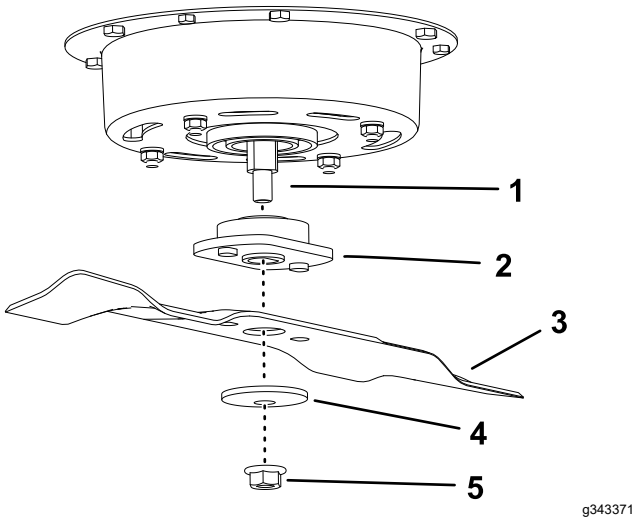

Figur 36
1. Monter skærekniven og adapteren på spindelakslen (Figur 36).